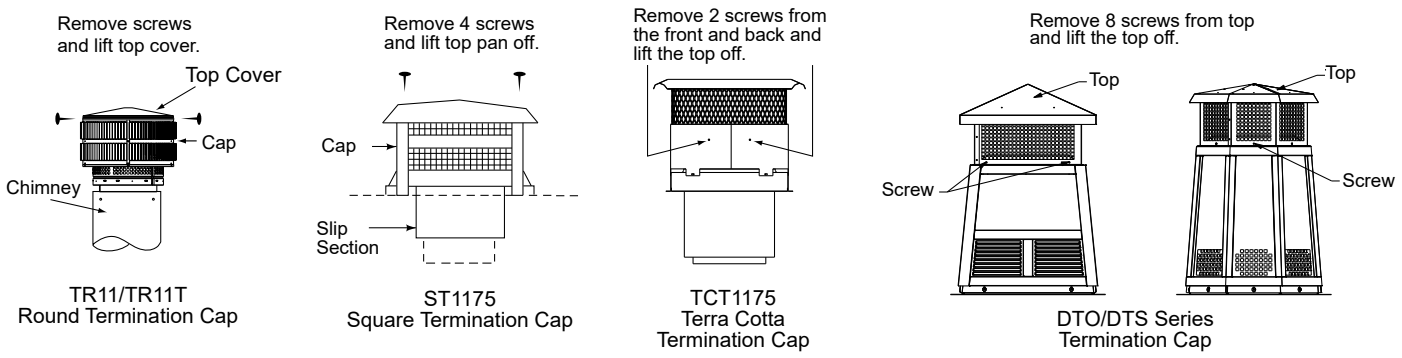

**Figure 4.1 Chimney & Termination Cap Cleaning**
- Remove the top of the termination cap as shown in Figure 4.1 to clean the cap and chimney.